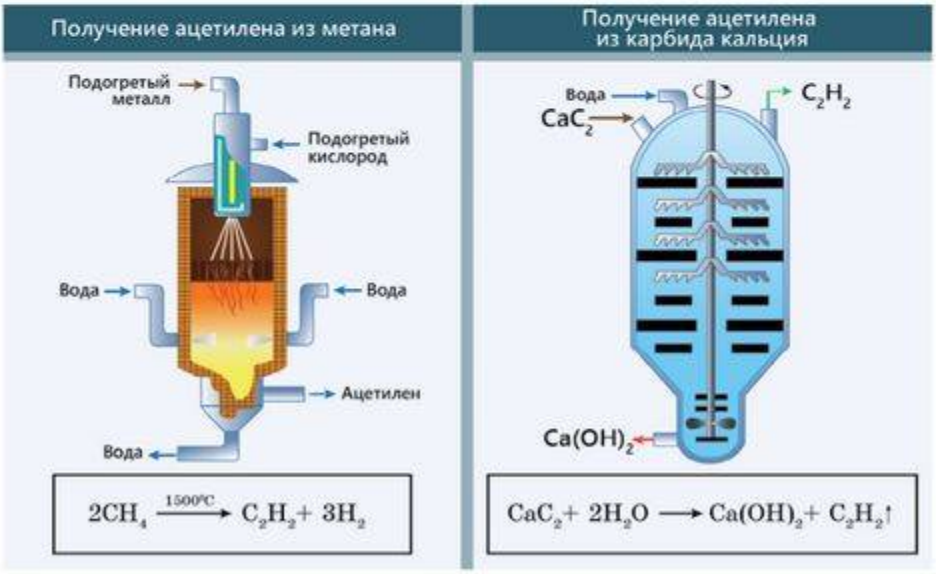

Рис. 105. Производство ацетилена
1. В промышленности ацетилен получают высокотемпературным разложением природного газа метана — при температуре 1500°С и быстро охлаждают, чтобы предотвратить разложение ацетилена (рис. 105):